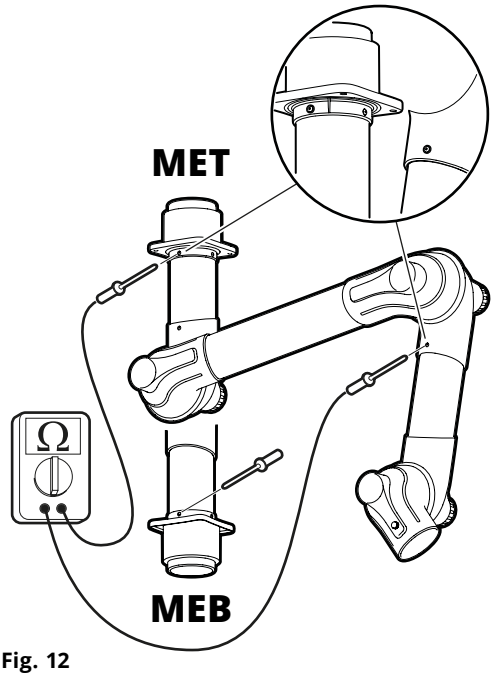

Fig. 12
3. Compruebe la resistencia del extractor puntual con un ohmímetro calibrado, consulte la **Fig. 12**. La resistencia entre los puntos de medición debe estar por debajo de 1 MΩ.